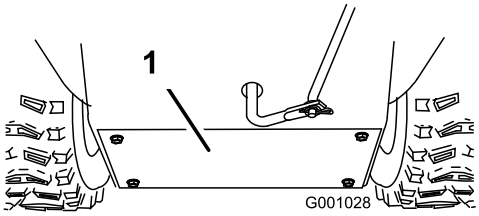

Figur 54
3. Fjern bakdekslet (Figur 54).